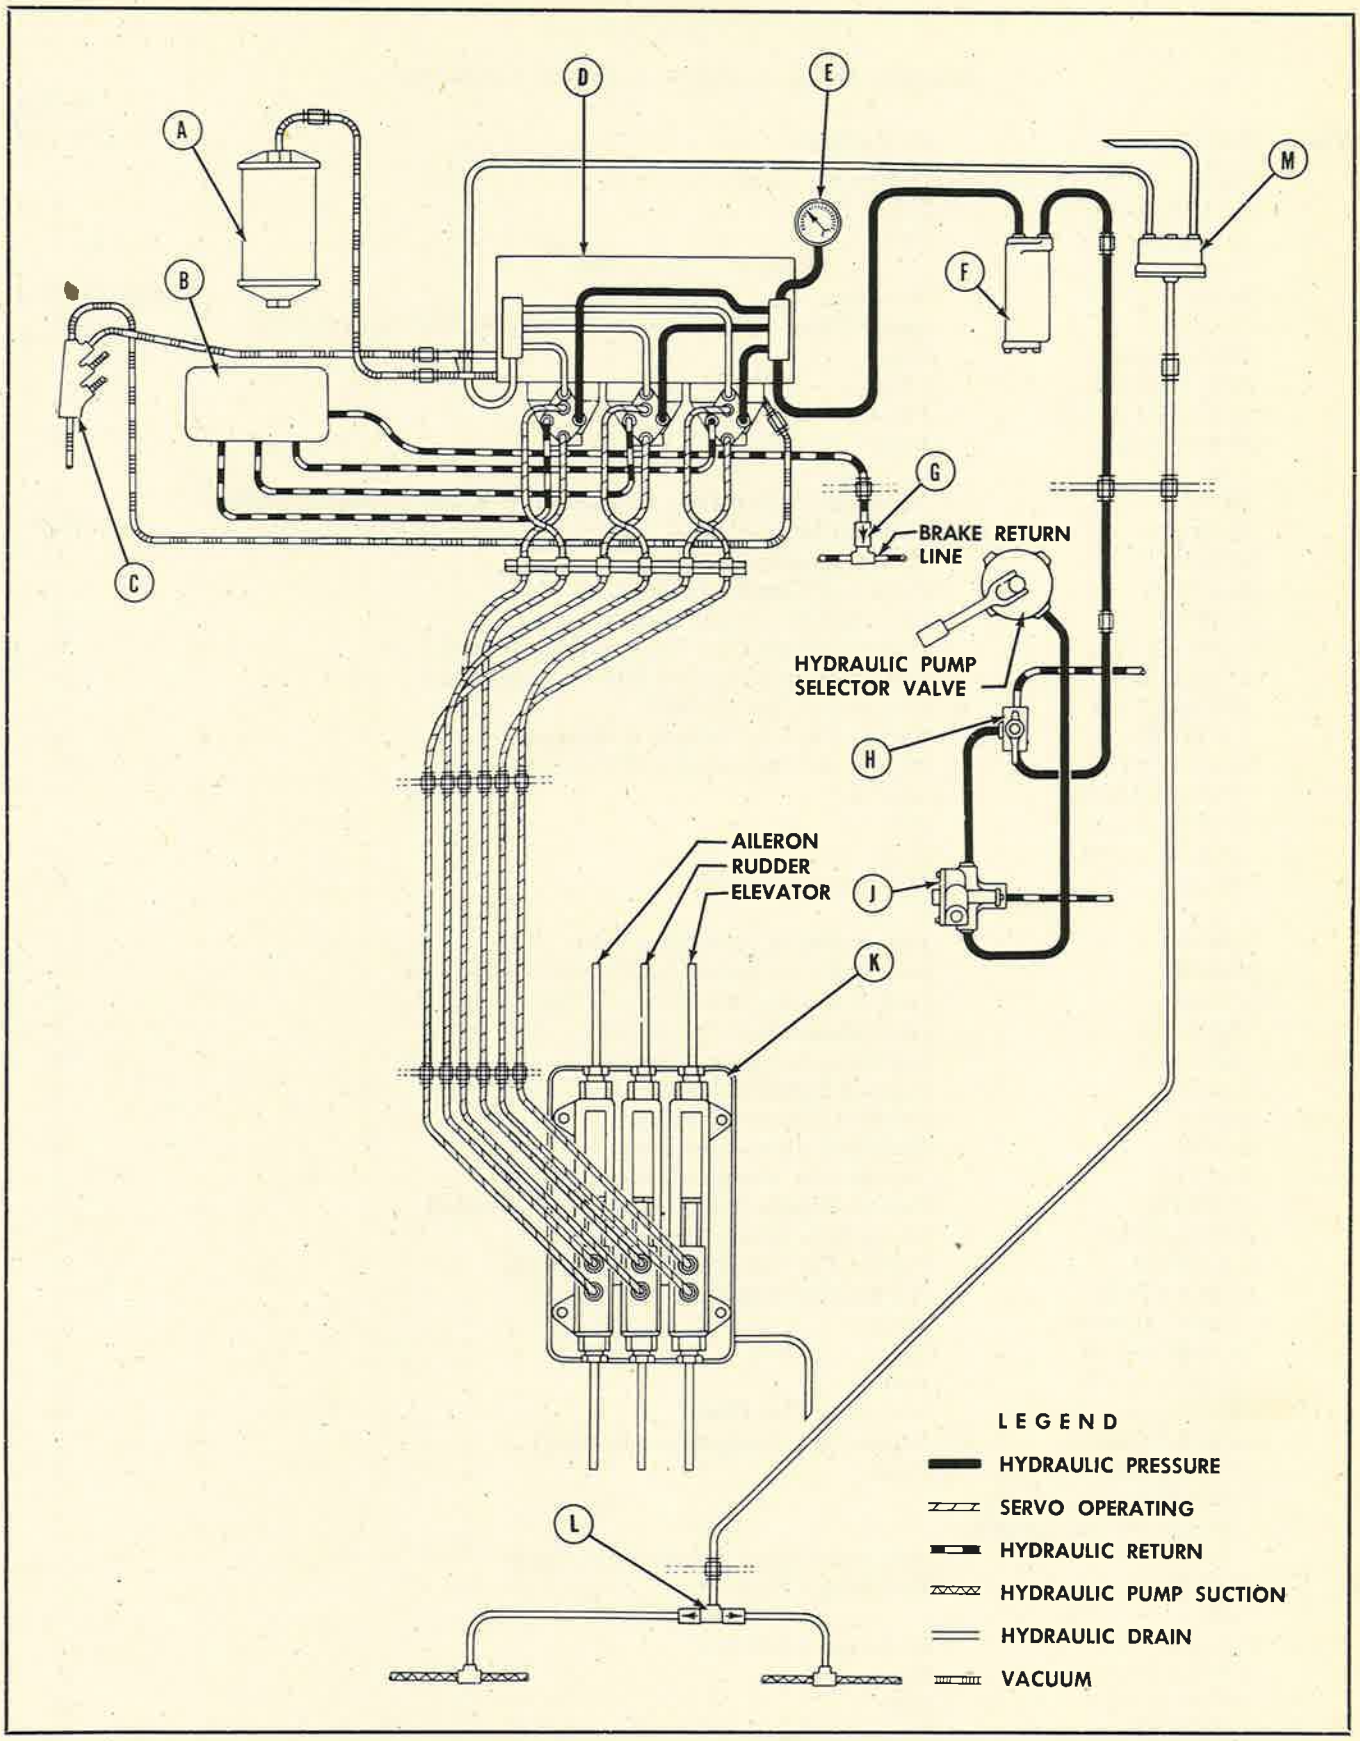

Figure 319—Automatic Pilot System
g. AUTOMATIC PILOT. *(See figure 319.)*
(1) GENERAL.—The automatic pilot installed on the airplane provides automatic flight control when this feature is desired. The gyroscopic instruments which form a part of the automatic pilot are actuated by vacuum pressure supplied by either of two vacuum pumps mounted on the engines. The automatic pilot's "instructions" are executed by hydraulic fluid pressure provided by either one of two hydraulic fluid pumps mounted on the engines. The type A-3 (Sperry) automatic pilot is installed on some of the airplanes and the type A-3A-1 (Jack & Heintz) automatic pilot is installed on the others. The two types are essentially the same. However, on the Jack & Heintz automatic pilots, the speed control valves have been replaced by sensitivity dials. The principal parts of the automatic pilot system are: the bank-climb gyro control unit, the turn gyro control unit, the mount assembly, the speed control valve assembly (not used on the Jack & Heintz automatic pilot), the hydraulic servo unit, the hydraulic fluid pressure regulator, the hydraulic fluid pressure
KEY TO FIGURE 319
KEY TO FIGURE 319—Continued